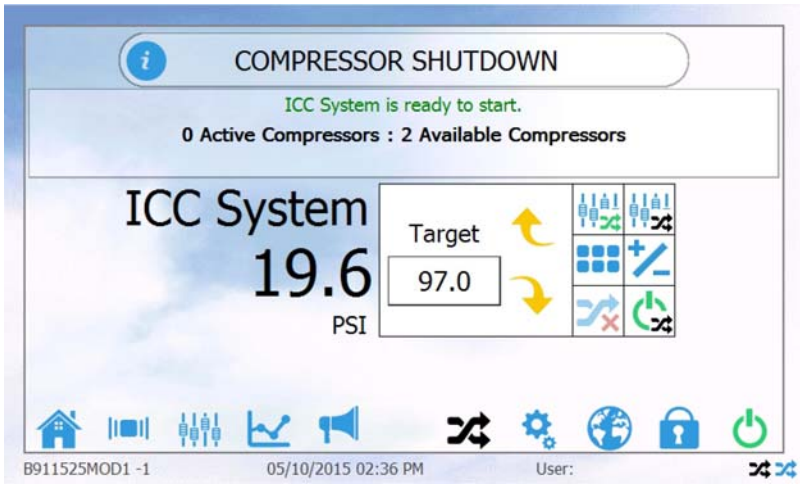

FIGURE 3-17
10. Press the icon to access the ICC Home Screen as shown in Figure 3-17.